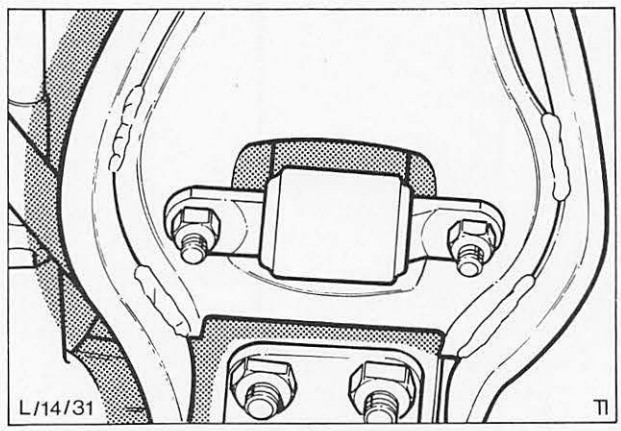

Abb. 54 Untere Stoßdämpferbefestigung
6. Stoßdämpfer in Einbaulage bringen, obere Befestigungsschraube einschieben und Mutter mit vorgeschriebenem Anzugsdrehmoment auf 38 bis 47 Nm (3,9 bis 4,8 kpm) festziehen. Untere Befestigung, Abb. 54, auf 8 bis 12 Nm (0,8 bis 1,2 kpm) festziehen.